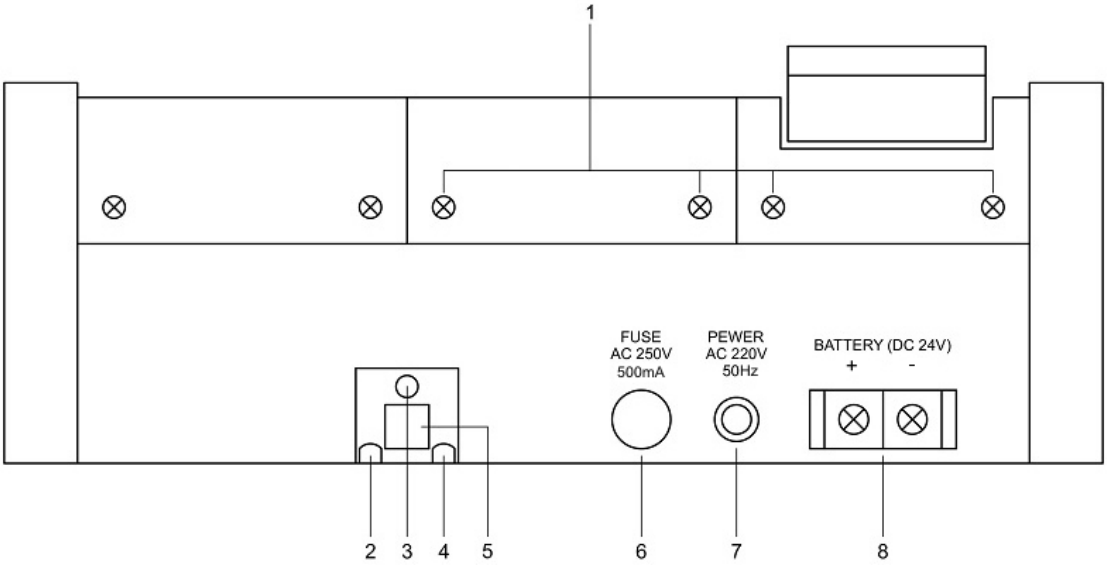

Рисунок 2. Внешний вид задней стороны корпуса пультов громкой связи
На рис.2 приведен внешний вид задней стороны корпуса пультов громкой связи.
1. Отвернуть винты **(1)** (рис.2) на задней стороне корпуса пульта громкой связи и поднять вверх открученные части верхней поверхности корпуса пульта громкой связи.
2. Снять с кабеля, подсоединенного к радиопередатчику MP-811S1, 4-х контактный разъем и пропустить кабель через выходное отверстие **(3)** (рис.2).